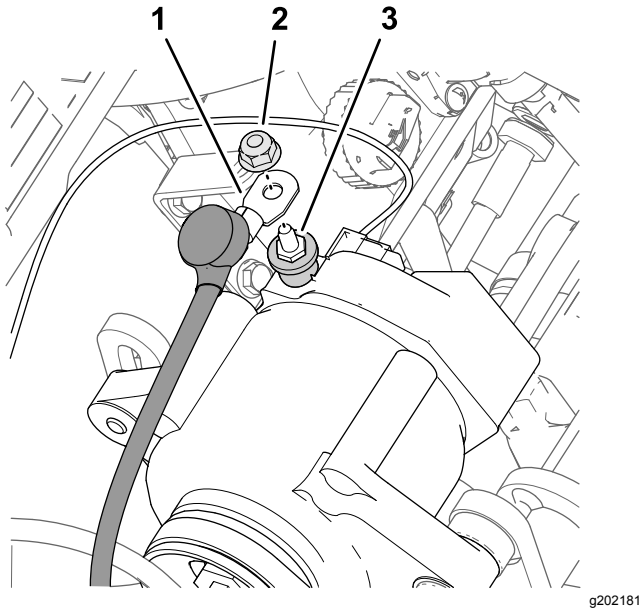

Figur 186
3. Fjern mutteren fra terminalpolen (Figur 186) på generatoren (50 A).
4. Monter den røde generatorledningen (trådmål 6) til terminalpolen på generatoren (50 A) med mutteren (Figur 186).
7. Skjær en slisse i isolatordekselet over terminalpolen på generatoren (Figur 186).